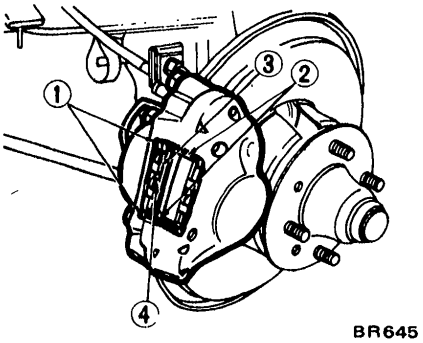

Fig. BR-13 Removing pad
2. Remove clip ①, retaining pin ②, and anti-squeal spring ③, and remove pad ④ together with the shim as shown in Figure BR-13.